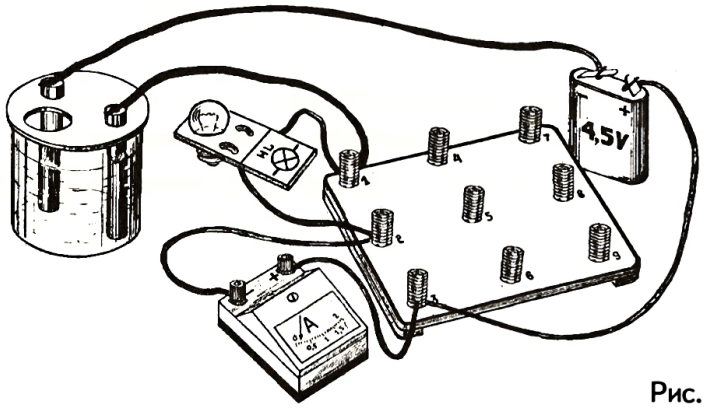

Рис. 1
4. Угольные стержни устанавливаются в пластмассовых пластинах, расположенных над сосудом (рис. 1). При использовании в качестве пластины фанеры или ДВП ее нужно покрыть лаком или краской во избежание промокания. Пластина содержит два одинаковых отверстия для установки в них электродов и одно отверстие большего размера для пробирки.
1. Соберите электрическую цепь по рис. 1, где угольные электроды погружены в чистую воду, лучше всего в дистиллированную.